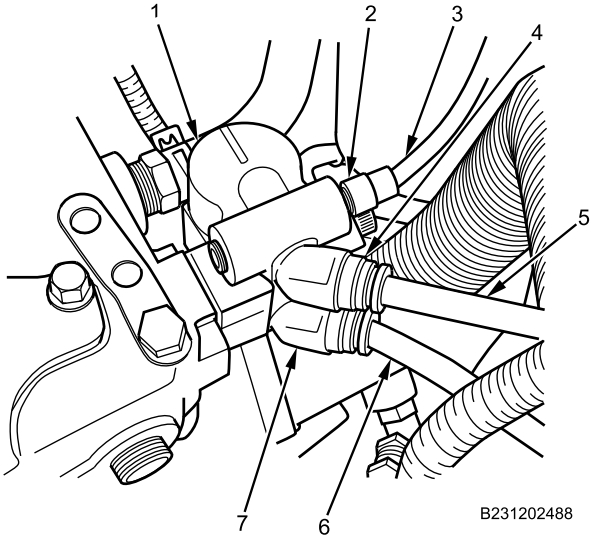

Figure 6. Air Compressor Governor Connections.
4. Connect SILVER unloader port air line connection (Figure 6, Item 6) on governor fitting (Figure 6, Item 7).
5. Connect BLACK reservoir supply air line connection (Figure 6, Item 5) on governor fitting (Figure 6, Item 4).
6. Connect BLACK exhaust brake solenoid supply air line connection (Figure 6, Item 3) on governor fitting (Figure 6, Item 2).